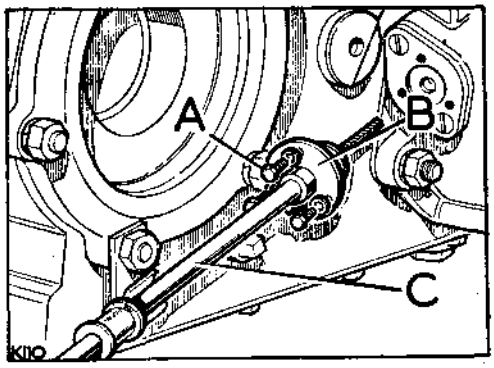

**Fig. C1-46. Speedometer cable connection at gearbox**
14. Connect the speedometer cable to the gearbox, see Fig. C1-46.